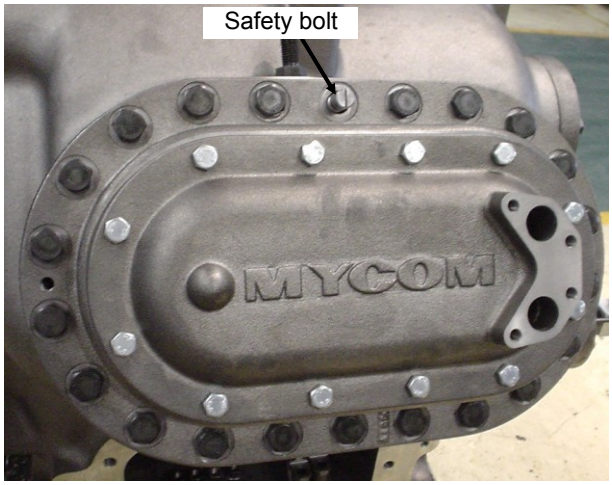

Fig. 5-7 Head Cover (Water Cooled)
The head cover comes in the following two types: covers for water cooling (Fig. 5-6) and for air cooling (Fig. 5-7). If cleaning does not involve internal jacket cleaning, the head cover needs to be removed with the head jacket cover attached, regardless of cover type. Starting with the removal of head cover prevents foreign objects from entering the cooling water out of the system.
1. Undo the upper center bolt (1 pc.) securing the head cover, and insert the safety bolt as shown in Fig. 5-7.